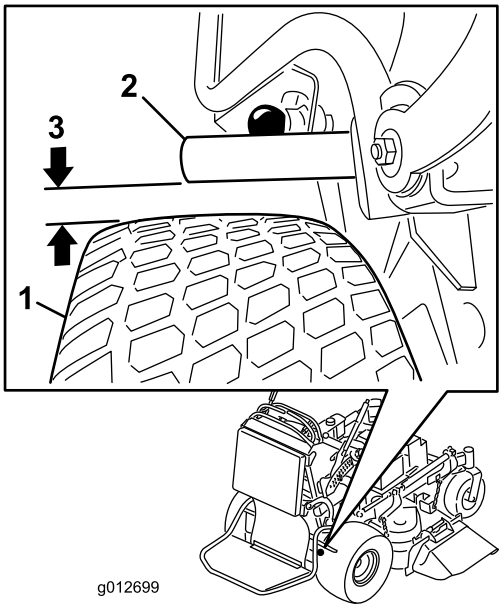

**Figur 61**
4. Mål afstanden mellem bremsebøjlen og dækket, mens bremsen er deaktiveret. Afstanden skal være på mellem 5 og 8 mm (Figur 61). Se Justering af parkeringsbremsen, når den skal justeres.
5. Juster gaflen. Afstanden mellem bremsebøjlen og dækket skal være mellem 5 og 8 mm. Drej gaflen op for at stramme bremsen. Drej gaflen ned for at løsne bremsen (Figur 61).